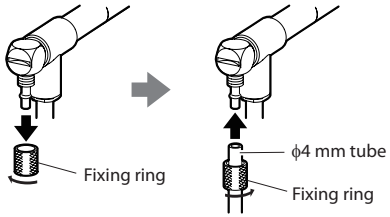

Fig. 2 Attaching the ϕ4 mm tube
- The tube used for the air feed port should have an outer diameter of ϕ4 mm. (See Fig. 2.)